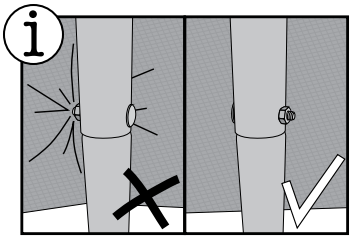

Fig.4
A. Placez la nervure avant à l'emplacement piqueté. Placez les stabilisateurs ShelterLock (800372) sur les montants comme le montre la fig. 4. À partir de l'extérieur de la nervure, insérez le boulon dans le montant, puis dans le stabilisateur ShelterLock®.